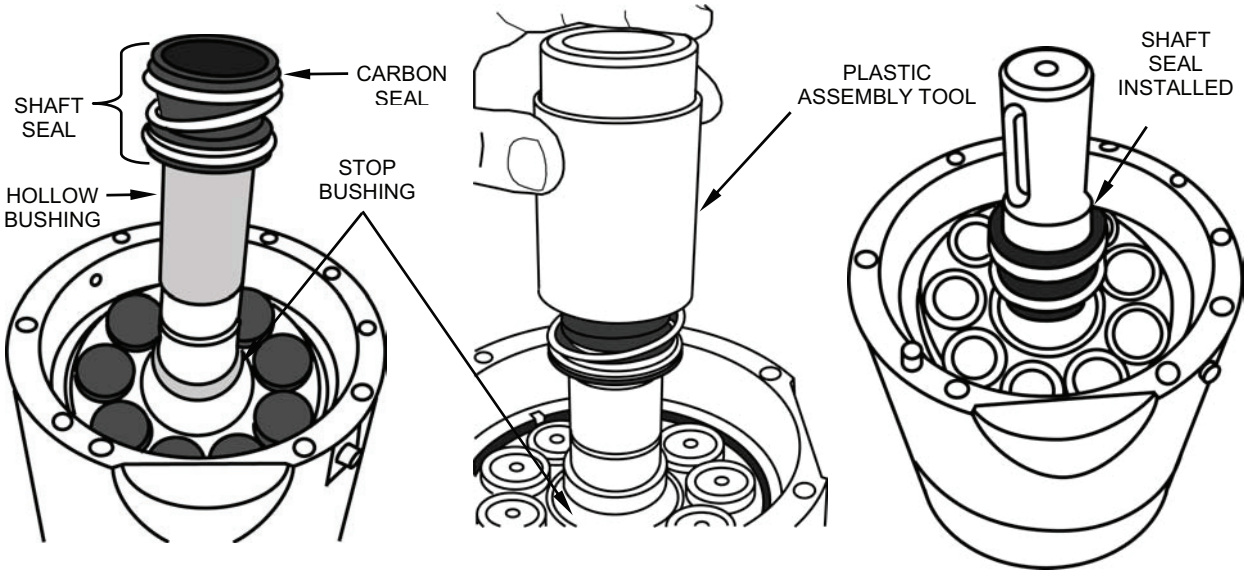

Figure 35. Installing Shaft Seal.
l. Place the new shaft seal over the hollow bushing with the carbon seal facing up (see Figure 35).
m. Using the plastic assembly tool with the large diameter pointing down, press the shaft seal down onto the stop bushing (see Figure 35).